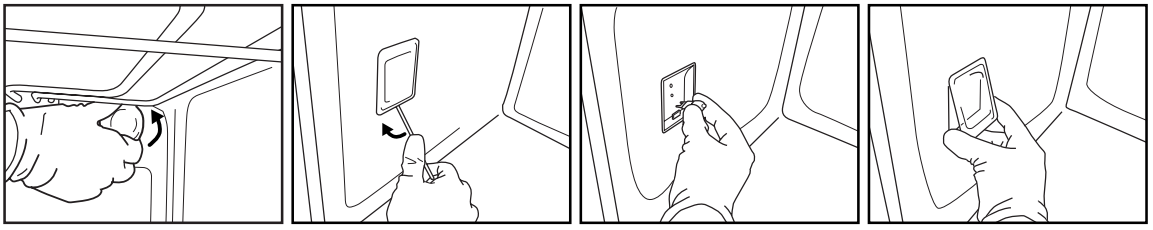

Рис. 6 Рис. 7 Рис. 8 Рис. 9
2. Викрутіть плафон (Рис. 6), замініть лампочку (див. примітку щодо типу лампочок) і закрутіть плафон назад.